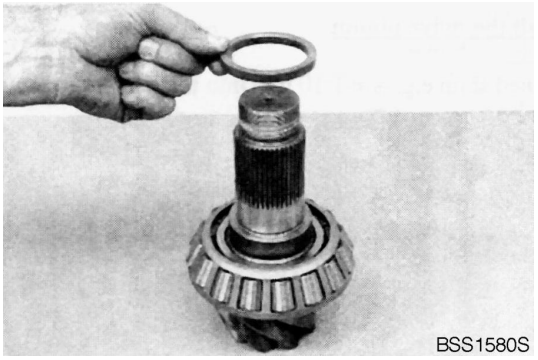
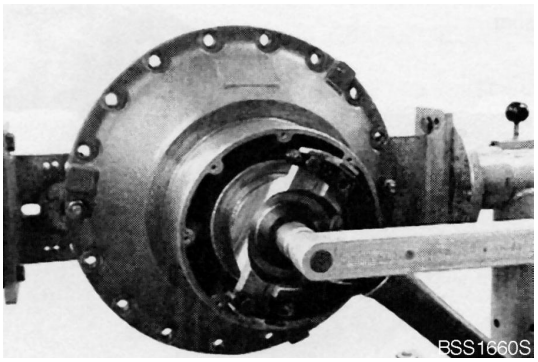

Figure 156
Figure 164
5. Adjust rolling moment of drive pinion bearing 0.15 - 0.31 kg•m (1.11 - 2.21 ft lb) (Figure 156 thru Figure 164).
NOTE: *If required rolling moment is not obtained, correct it with an adequate spacer ring (Figure 156), according to following indications:*